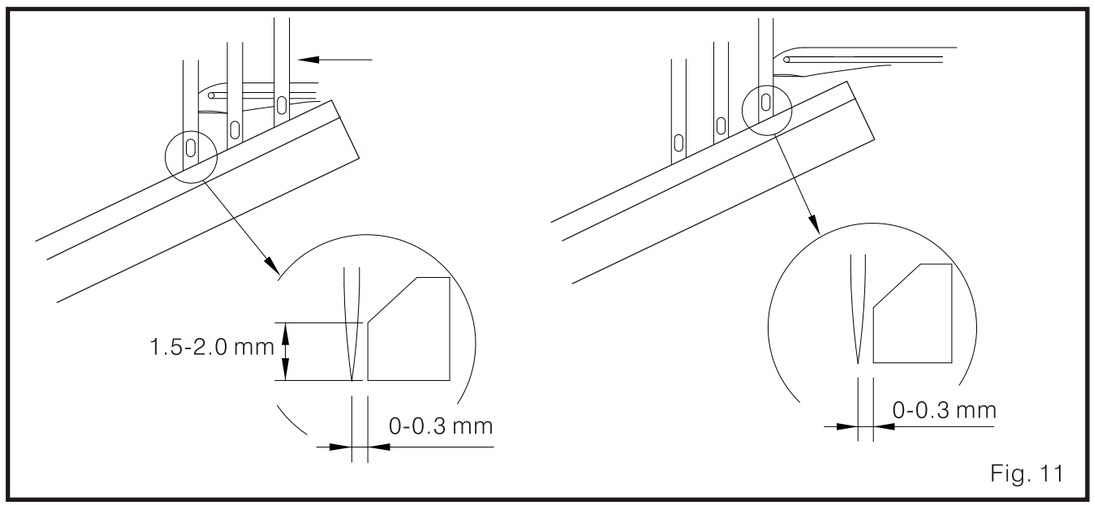

Fig. 11
(1) Cuando la punta del bucleador se mueve desde el centro de la aguja i zquierda, la punta del a agujaestará a 1.5-2.0mm.Mientras tanto, El espacio entre la aguja y el protector frontal de aguja es 0-0.3 mm. Cuando el bucleador se mueva de atrás al centro de la aguja derecha, el espacio entre la aguja y el protector frontal es también de 0-0.3 mm. (Fig. 11)